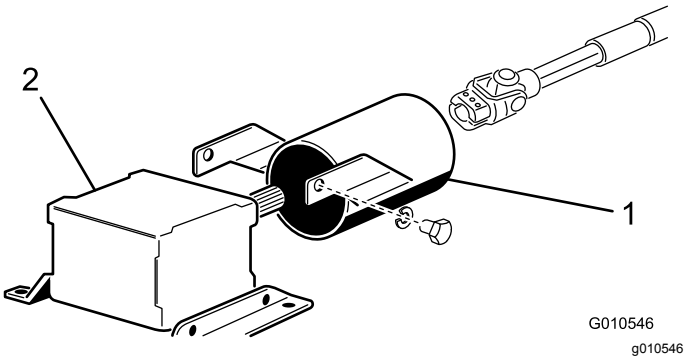

Figuur 8
1. Verwijder de 2 inbusbouten en borgringen waarmee de montagebeugels van de aftakasbescherming aan de tandwielkast zijn bevestigd (Figuur 8).
2. Schuif de aftakasbescherming op de aftakas en plaats de bescherming zoals wordt getoond in Figuur 8.